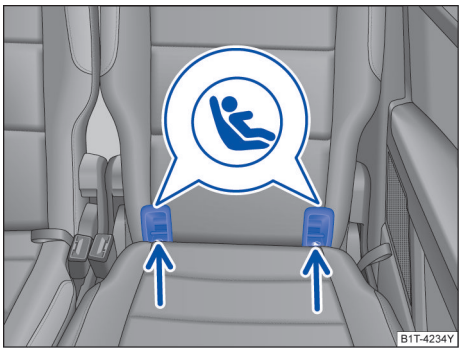

图 43 汽车座椅上的儿童座椅下部固定点标记
– 沿箭头方向将儿童座椅插入固定环→ 图 43。直至听到儿童座椅的啮合声。
– 将儿童座椅置于汽车坐垫上，然后将连接带的挂钩挂到固定环上→ 图 43
后排外侧座椅配有两个 ISOFIX 固定环，与车身相连→ 图 43。